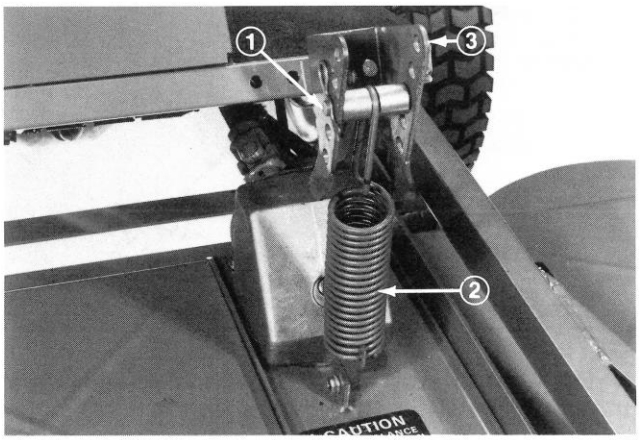

Figure 23
2. Remove clevis pin from bracket to separate spring from bracket (Fig. 23).